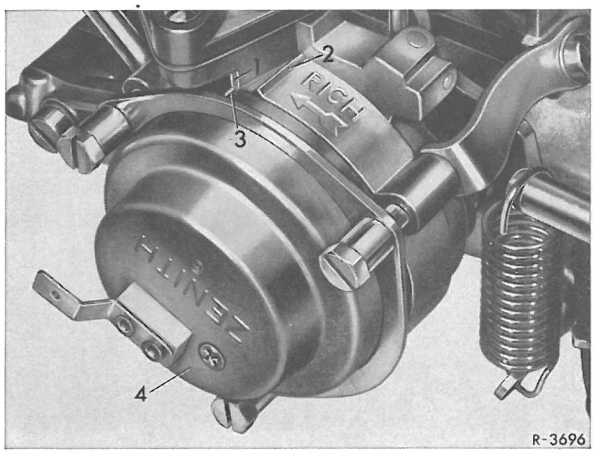

Fig.00-14/6
På disse motorer er starter dækslet på nye vogne(indtil 5000 km)forspændt med 5 mm. Her tjener kanten (1) som indstillingsmarkering (fig. 00-14/6)